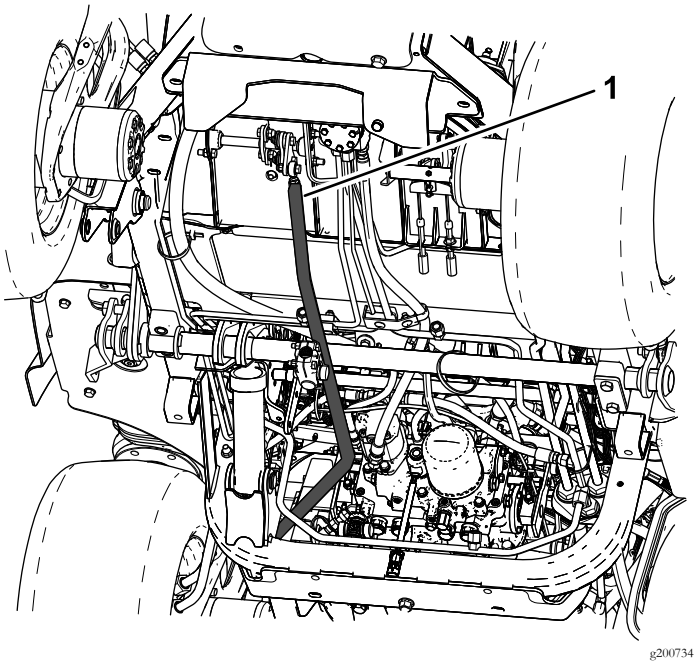
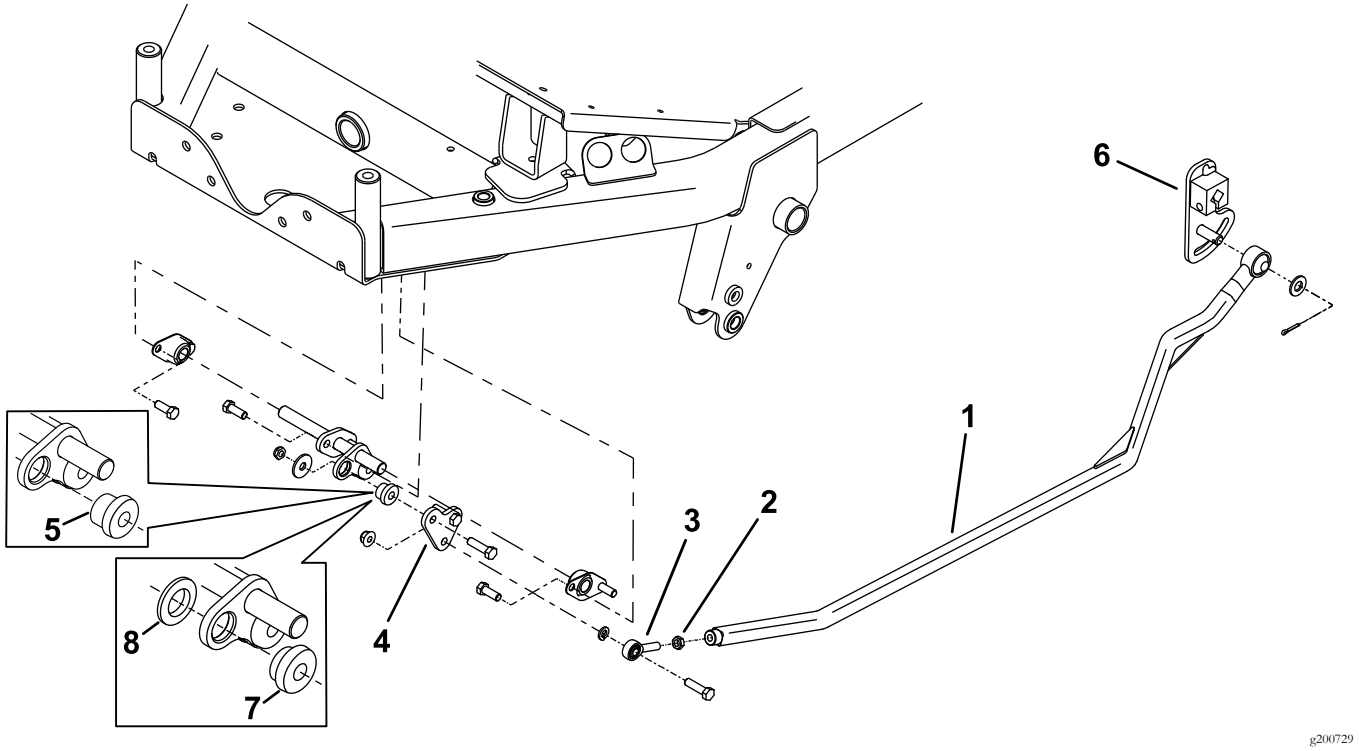

Figura 5
Figura 6
2. Retire la varilla de tracción existente del brazo de la palanca de tracción y del acoplamiento delantero (Figura 5).
3. Instale la rótula y la contratuerca en la varilla de tracción (Figura 6).
4. Instale la placa de acoplamiento y los casquillos de goma o de plástico (Figura 6).
Nota: Este kit incluye casquillos de goma y de plástico; elija los que proporcionen el mejor resultado para su máquina. Se recomienda que utilice los casquillos de goma en máquinas equipadas con cabina, porque ayudarán a reducir el ruido en la cabina (Figura 6).
5. Instale la varilla de tracción nueva en el brazo de la palanca de tracción y el acoplamiento delantero (Figura 5 y Figura 6).